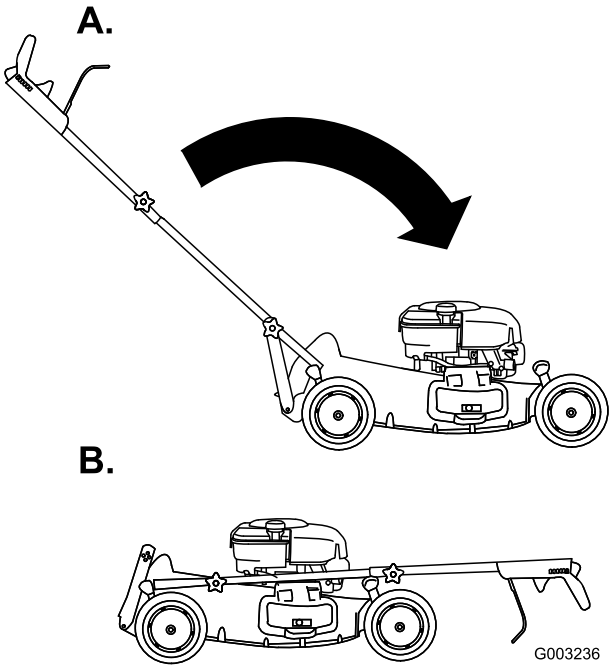

Figure 50
3. Rotate the handle forward (Figure 50).